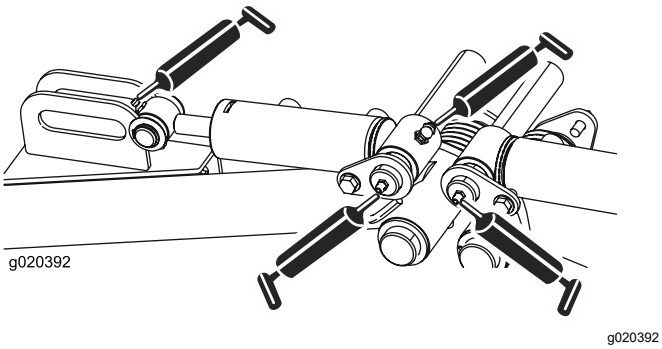

Figuur 47
- Draaipunten en hefcilinders achterste hefarm (3 elk); zie Figuur 47.